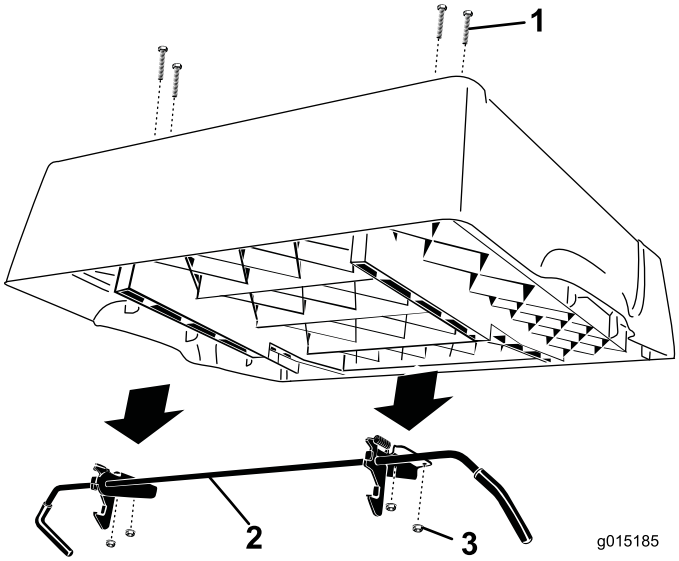

Figur 3
5. Ta bort de fyra flänsmuttrarna som håller fast spärrstångens fästen på lådans undersida (Figur 3). Ta bort och spara stången och spärrarna. Lämna kvar vagnskruvarna i hålen och sätt fast dem i flaket med flänsmuttrarna.